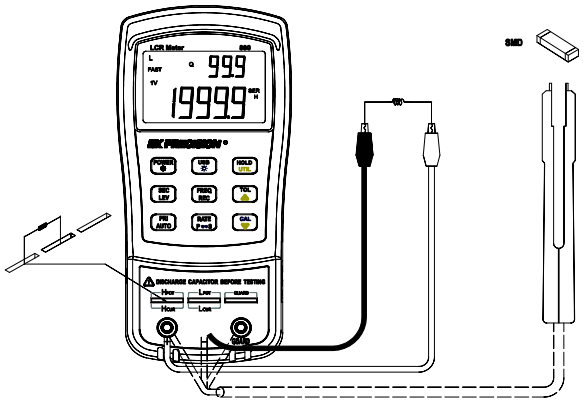

Figure 9 - Inserting Components to Inputs
*(See **Figure 9** for illustration*)